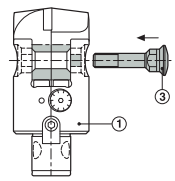
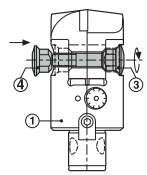

Рис. 3
Рис.4
Вставьте центральный винт (3) и гайку (4) таким образом, чтобы обеспечивалось точное соприкосновение плоскостей крепления (Рис. 3 и Рис. 4).